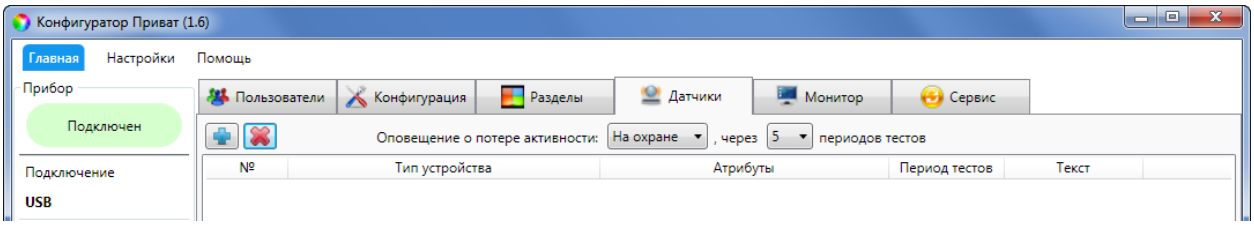

Рисунок 7.40 — Вкладка *Датчики*
Для регистрации модуля в основном окне программы *Конфигуратор Приват* перейдите на вкладку *Датчики* и нажмите кнопку (см. рисунок 7.40). После этого модуль STEMAX UN Livi будет добавлен в конфигурацию, и конфигурация будет записана в контроллер.
1. На вкладке *Датчики* нажмите кнопку (см. рисунок 7.40).